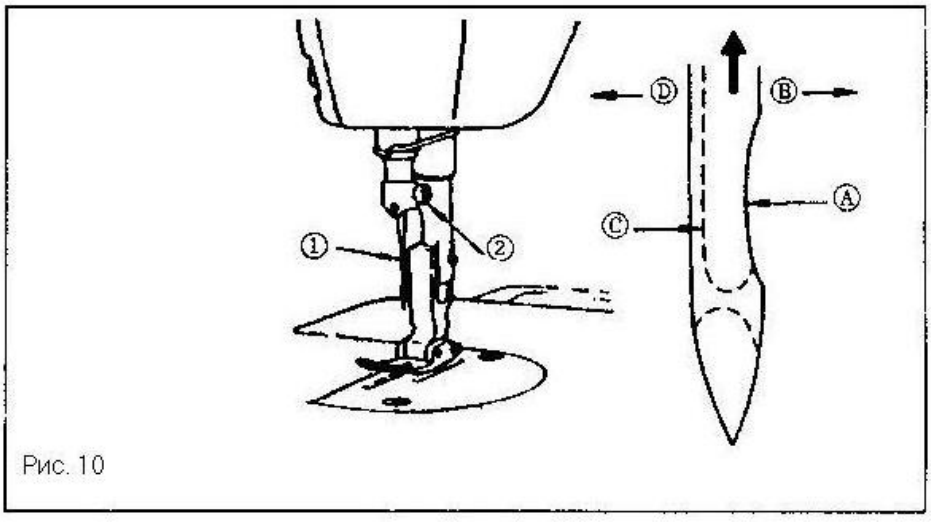

Рис. 10
4. КАК ВСТАВИТЬ ИГЛУ (Рис. 10).